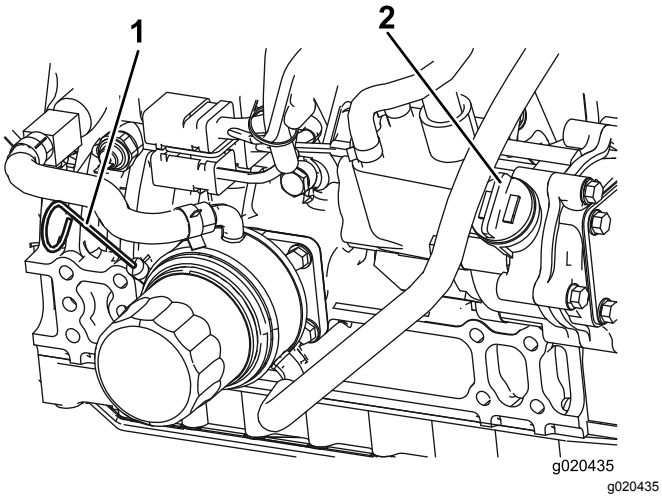

Figur 73
3. Ta ut peilestaven, tørk av den, sett den ned igjen i røret, og ta den deretter ut igjen. Oljenivået skal nå opp til Full-merket (Figur 73).
4. Hvis oljenivået er under Full-merket, tar du av lokket (Figur 73) og fyller på olje til nivået når opp til Full-merket. **Ikke fyll på for mye.**